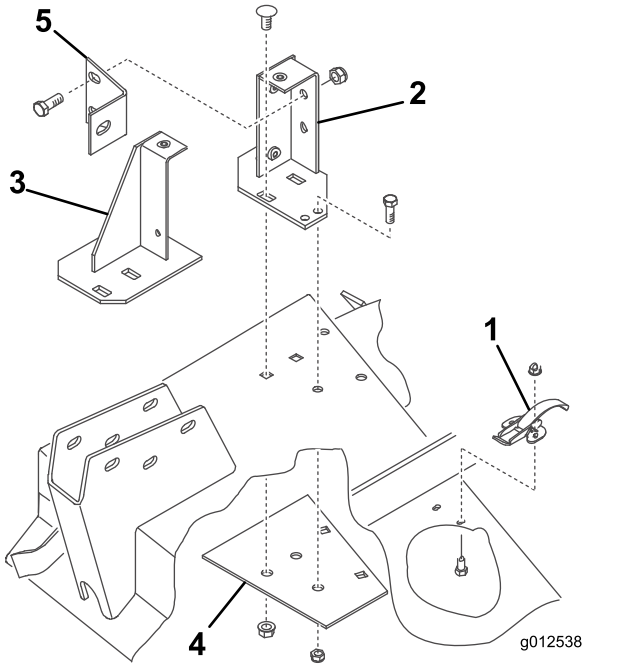

Figura 9
1. Rimuovete i dispositivi di fissaggio che fissano il fermo della molla del coperchio del piatto di taglio di destra al lato destro del piatto di taglio (Figura 9). Rimuovete e conservate il fermo per uso futuro con il coperchio di destra.
2. Posizionate il soffiatore e le staffe di montaggio sul piatto di taglio, allineando i fori di montaggio con i fori precedentemente utilizzati per il montaggio del deflettore dell'erba. La Figura 9 è illustrata con il soffiatore rimosso dalle staffe. Assicuratevi che non vi sia spazio tra il soffiatore e il piatto di taglio.
3. Posizionate la nuova piastra di rinforzo sotto il piatto di taglio, allineando i fori di montaggio con i fori precedentemente utilizzati per il montaggio del deflettore dell'erba (Figura 9).
4. Montate le staffe anteriore e posteriore e la piastra di rinforzo sul piatto di taglio con 2 bulloni a testa tonda precedentemente rimossi (⅜-16" x ⅞") e dadi flangiati per ciascuna (Figura 9). Le teste dei bulloni devono trovarsi sulla parte superiore del piatto di taglio.
7. Fissate le staffe e la piastra di rinforzo al piatto di taglio con bulloni (5/16-18" x ¾") e dadi di bloccaggio (Figura 9). Le teste dei bulloni devono trovarsi sulla parte superiore del piatto di taglio.
8. Montate il supporto di ancoraggio del soffiatore sulla staffa di fissaggio posteriore con 2 bulloni (⅜-16" x 1") e dadi di bloccaggio (Figura 9) e il braccio orientabile con un bullone (⅜-16" x 1").